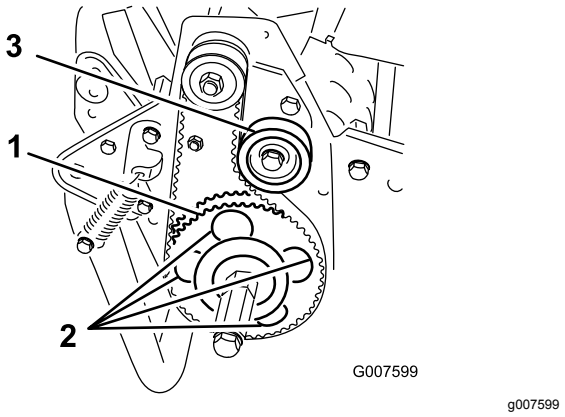

Figur 51
7. Drej drivremskiven, indtil hullerne står ud for rullelejets 4 flangeskruer (Figur 51).
11. Juster remspændingen, og spænd styreremskivens monteringsskrue (Figur 51).